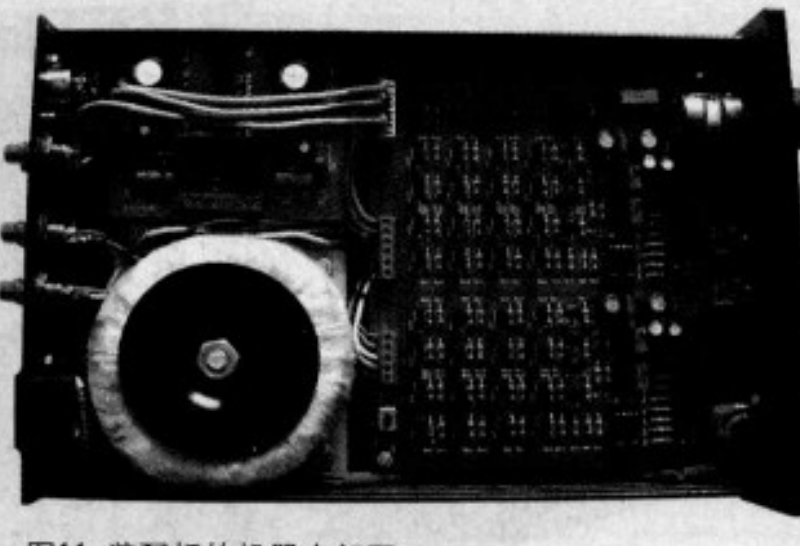
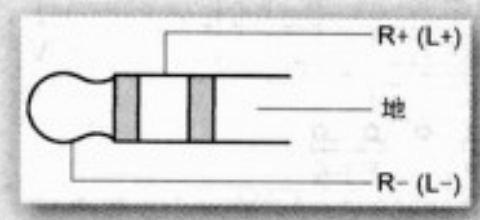
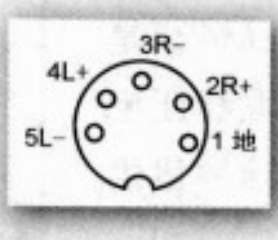

图11 装配好的机器内部图
图8 平衡式耳机接线
图10 平衡式输入插头接线
6.耳机的接线和平衡式输入插头的接线如图8~图10所示，装配好的耳放的内部结构如图11所示。